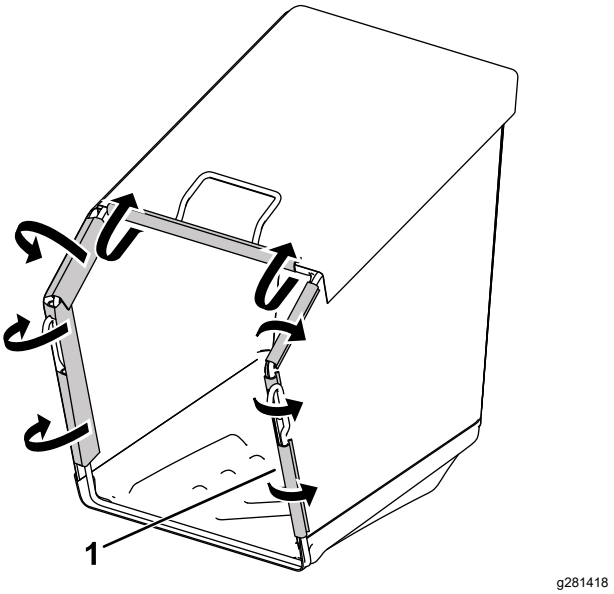

Rysunek 7
3. Zamocuj worek do ramy worka za pomocą zaczepów z tworzywa (Rysunek 7).